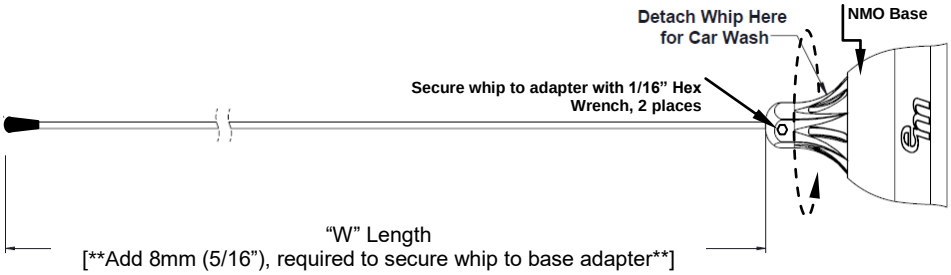

Figure 1
3. **Note:** Vehicle ground plane variations will affect final tuned length and VSWR match. Always make first cut longer than required. The tuned length "W" is indicated below in Fig. 1.
5. Measure the required length "W" as shown in Figure 1. **Add 8mm (5/16")** for total cut length.
Automatic Car Wash Feature – Protect the NMO vehicle mount by **leaving the NMO base attached to the NMO mount** and **remove the whip and adapter only**. See Figure 1. Before re-installing the adapter, wipe the NMO Base stud dry with a clean cloth. Attach adapter to the NMO Base with firm hand torque.